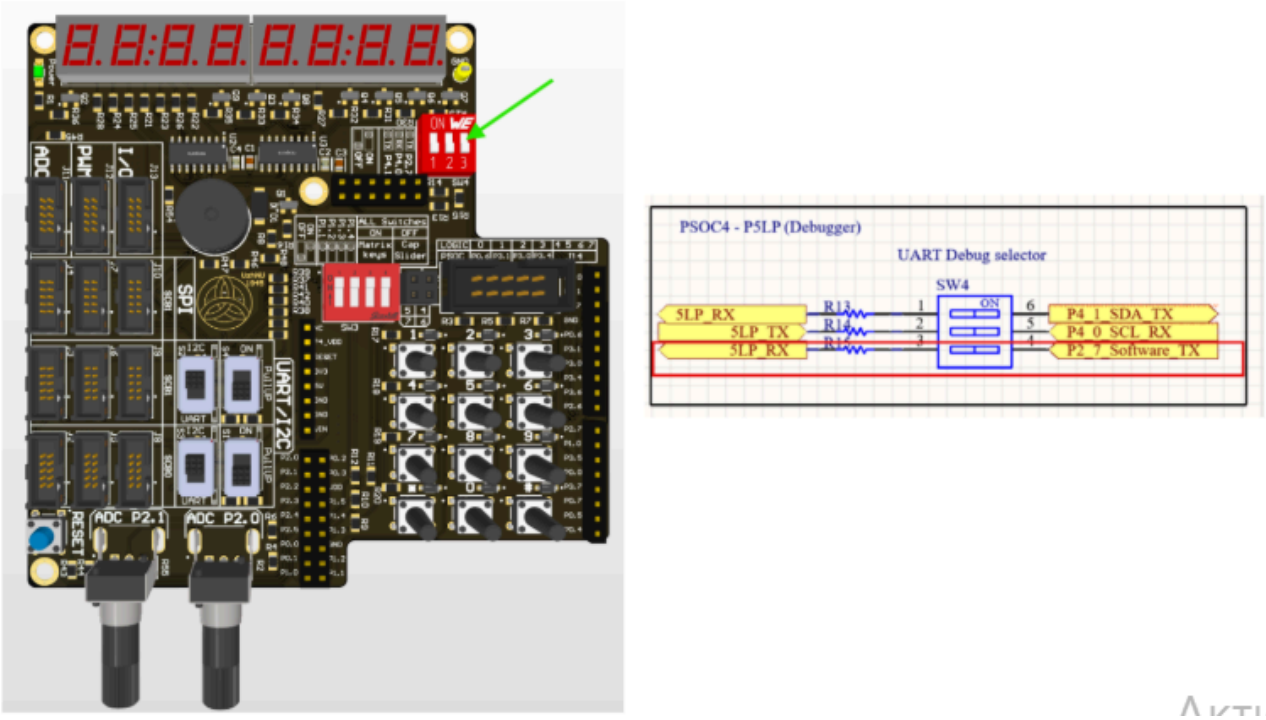

Рисунок 1.8 – Конфігурація премикачів
7. За посиланням можна ознайомитись з схемою Шилда для PSoC Pioneer Kit. Для використання Software Transmit UART перемикаємо SW4.1 SW4.2 в положення OFF та SW4.3 в положення ON. Це підключить вивід PSoC до входу програматора (рис. 1.8).